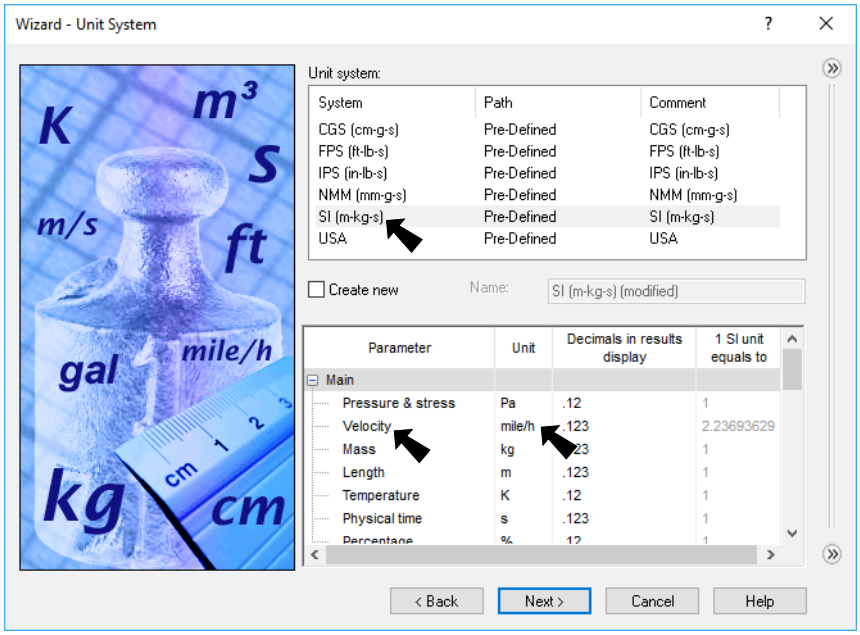

Fig. 3
Step 5. **Unit System:** Select **SI (m-kg-s)** for Unit system, **Fig. 3**.
Step 6. Under Parameter, set **Velocity** units to **Mile/hour**, **Fig. 3**.